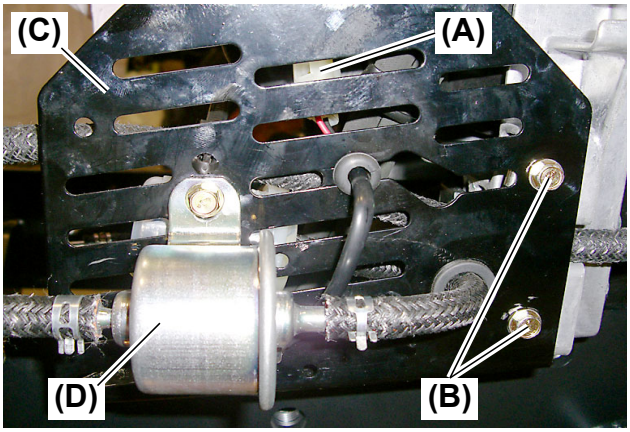

Fig. 4
5. Remove the two (2) M6 × 16 mm (L: 0.64 in.) bolts **(Fig. 4, (B))** that secure the left fan belt cover **(Fig. 4, (C))** to the column bracket.
6. Disconnect the fuel feed pump **(Fig. 4, (D))** from the feed pump connector **(Fig. 4, (A))**.